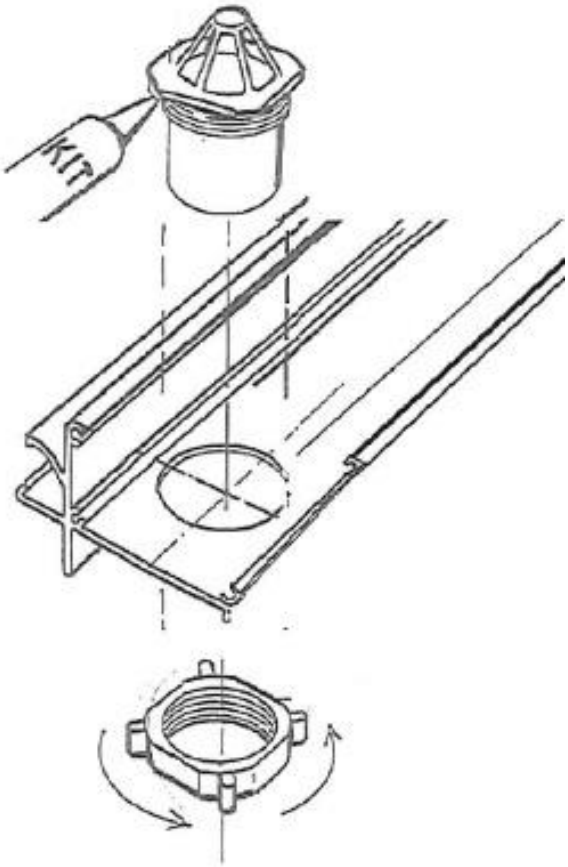

Abb. 6
1.11 Entfernen Sie die Mutter von dem Blattfänger. Abb.: 6
1.12 Bringen Sie rund um den Blattfänger Silkon von unten an. Abb.: 6